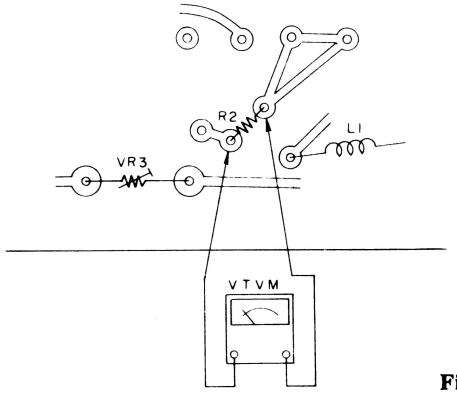

Fig. 1
2. Connect both terminals of a vacuum tube volt meter (VTVM) with R4 (10 ohm) resistor in parallel as shown below. (See fig. 1)